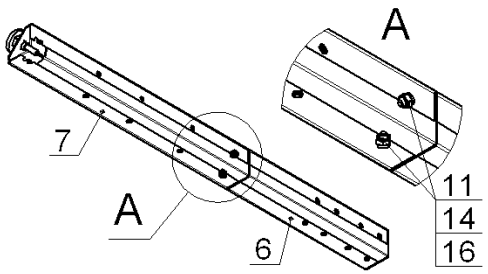
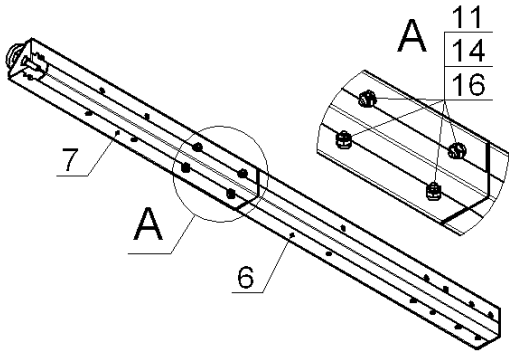

Рис.1
Рис.1.1
1. В зависимости от высоты собираемой подставки, собрать стойки, как показано на рис.1 (для ПКС 900 - использовать по 2 болта, гайки и шайбы поз.11, 14 и 16 – длина собранной стойки 766мм) и на рис.1.1 (для ПКС 1100 – использовать по 4 болта, гайки и шайбы поз.11, 14 и 16 – длина собранной стойки 966мм)